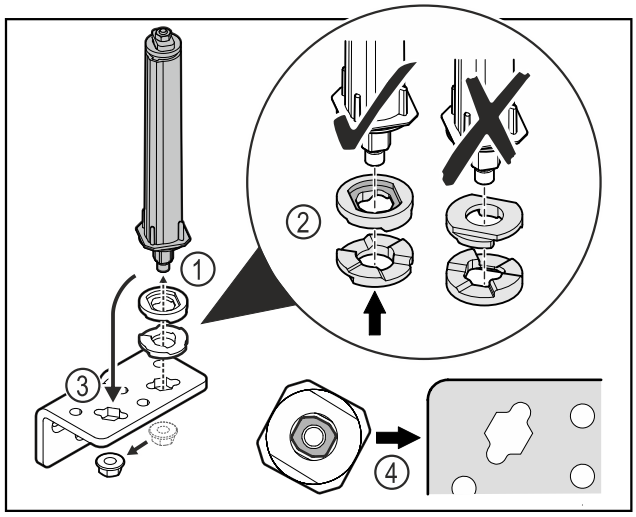

Fig. 30
- ▶ Desfaceți piulița și îndepărtați sistemul de închidere a ușii *Fig. 30 (1)*.
- ▶ Aveți în vedere alinierea corectă a șaibelor de reglaj pe înălțime *Fig. 30 (2)*.
- ▶ Mutați sistemul de închidere a ușii în colțarul balamalei și fixați cu piulița *Fig. 30 (3)*.
- ▶ La utilizare aveți în vedere alinierea corectă a sistemului de închidere a ușii *Fig. 30 (4)*.